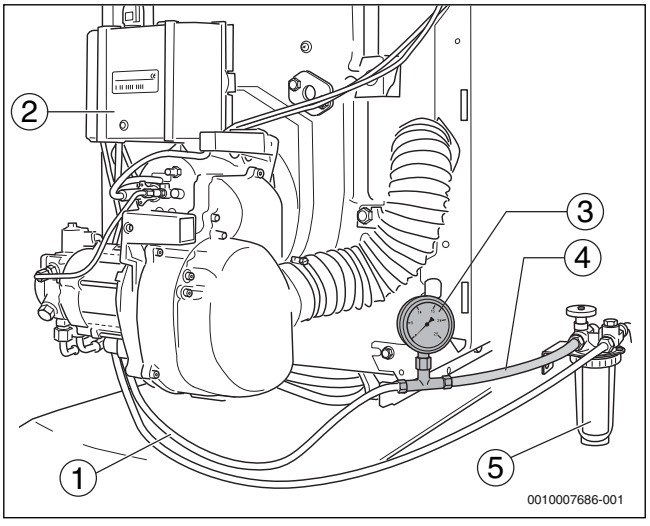

Fig. 19 Filtro del gasolio, vacuometro e flessibile trasparente
- ▶ Montare il vacuometro (→ fig. 19, [3]) con il flessibile trasparente (→ fig. 19, [4]; accessorio), come mostrato fra il filtro del gasolio (→ fig. 19, [5]) e la condotta di aspirazione gasolio (→ fig. 19, [1]).
- ▶ Controllare attraverso il flessibile trasparente (→ fig. 19, [4]) che il gasolio aspirato non contenga bollicine.
- ▶ Chiudere il rubinetto di intercettazione sul filtro del gasolio (→ fig. 19, [5]) e smontare il flessibile trasparente (→ fig. 19, [4]) con il vacuometro (→fig. 19, [3]).
- ▶ Collegare la tubazione di aspirazione gasolio (→ fig. 19, [1]) al raccordo del filtro del gasolio.